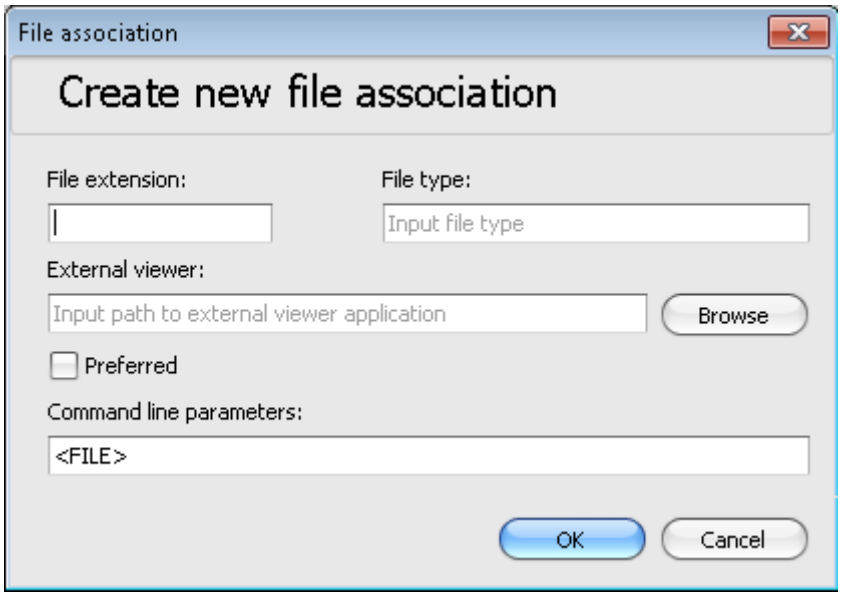

Figure 8. Add a file association via file extension
A single file extension may be associated with one or several tools. To give the user a selection of applications to open a file with, use the "File association:" "Add"-command (see Figure 8). Fill into the pop-up window the same extension name that there is a file association entry for already. Enter a description into the field "File type:" and into "External viewer:" the path to the executable on your machine or network
- The file extension editor has a checkbox where you can specify that this tool is the preferred or default tool (see Figure 8). The preferred tool is the tool that shall be started when you double-click on a file with the corresponding extension, even with more than one tool being assigned to the file type.